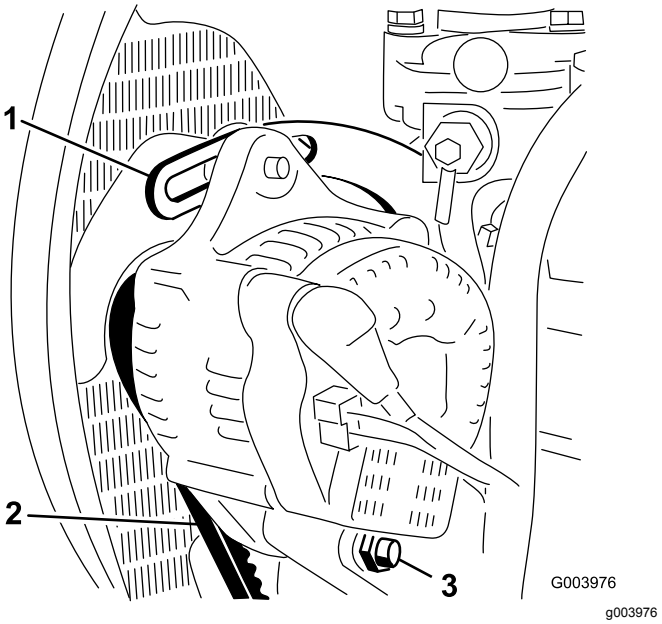

Figur 71
2. Kontroller spenningen ved å trykke ned remmen (Figur 71) midt mellom vekselstrømsgeneratoren og veivakselrullene med en kraft på 10 kg.
3. Løsne skruene som fester avstiveren til motoren (Figur 71), skruen som fester vekselstrømsgeneratoren til avstiveren og svingbolten.